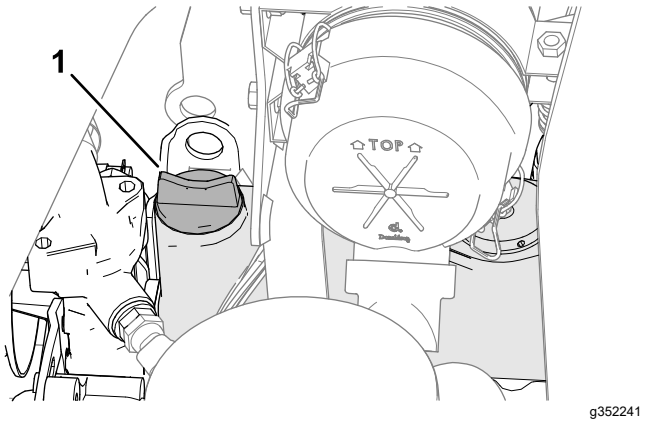

Figuur 73
5. Als het oliepeil te laag is, verwijdert u de vuldop (Figuur 73) en vult u bij met kleine hoeveelheden olie totdat het oliepeil de Vol-markering op de peilstok bereikt. Vul de olie langzaam bij en controleer daarbij veelvuldig het peil.